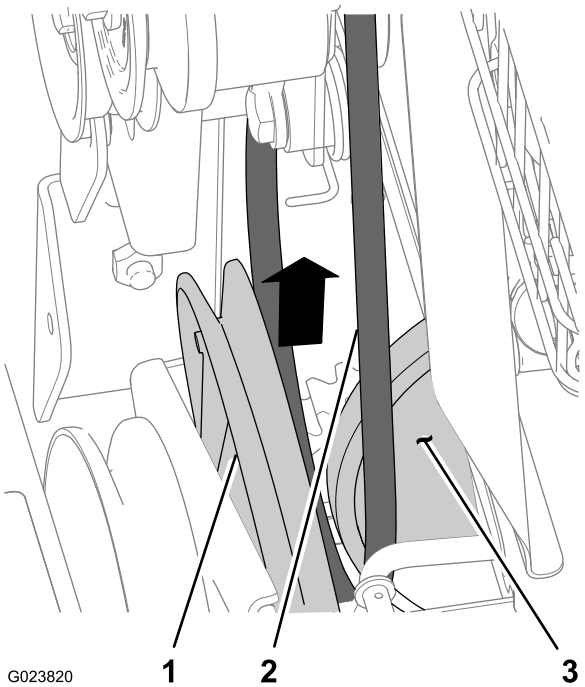

Figur 43
6. Dra ut motorremmen ur skåran på drivremskivan och upp mellan remskivan och friktionshjulet (Figur 43).
1. Placera motorremmen mellan friktionshjulet och drivremskivan (Figur 43).